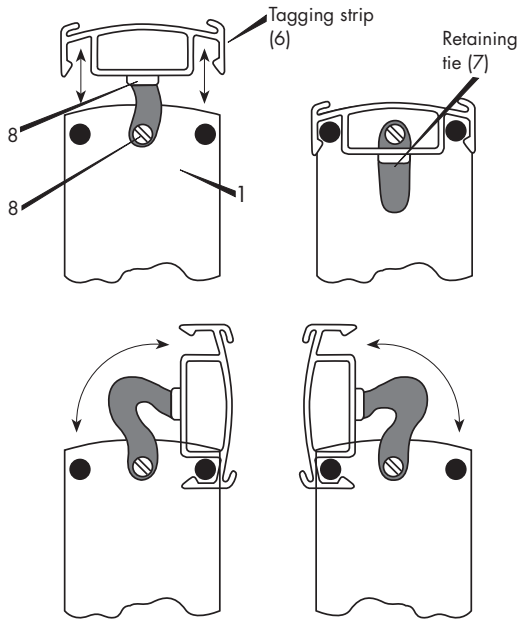

Figure 4.8: Attaching and swivelling a tagging-strip
e) Clip the tag strip holder (6) onto the mounting posts (1) by pushing it downwards (Figure 4.8).